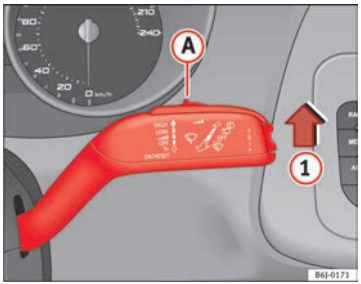

Fig. 65 Palanca del limpiaparabrisas
– Mueva la palanca del limpiaparabrisas hasta la posición (1) ⇒ fig. 65.
– Mueva el mando (A) hacia la izquierda o hacia la derecha para ajustar la sensibilidad del sensor de lluvia. Mando hacia la derecha: nivel de sensibilidad alto. Mando hacia la izquierda: nivel de sensibilidad bajo.